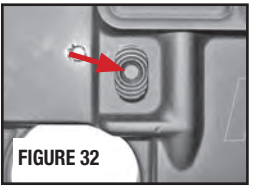

FIGURE 32
- Press magazine release and remove magazine (FIGURE 32).